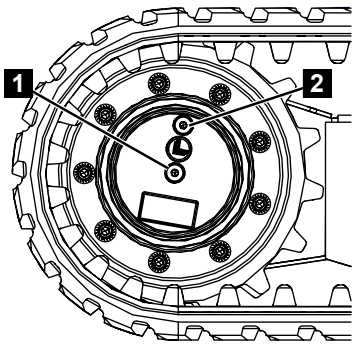

Fig. 198
4. Unscrew the screw connections (Fig.198/1 and 2).